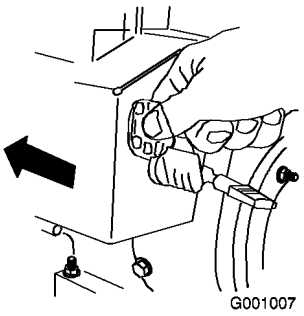

Figur 22
5. Sett inn tenningsnøkkelen (Figur 22).